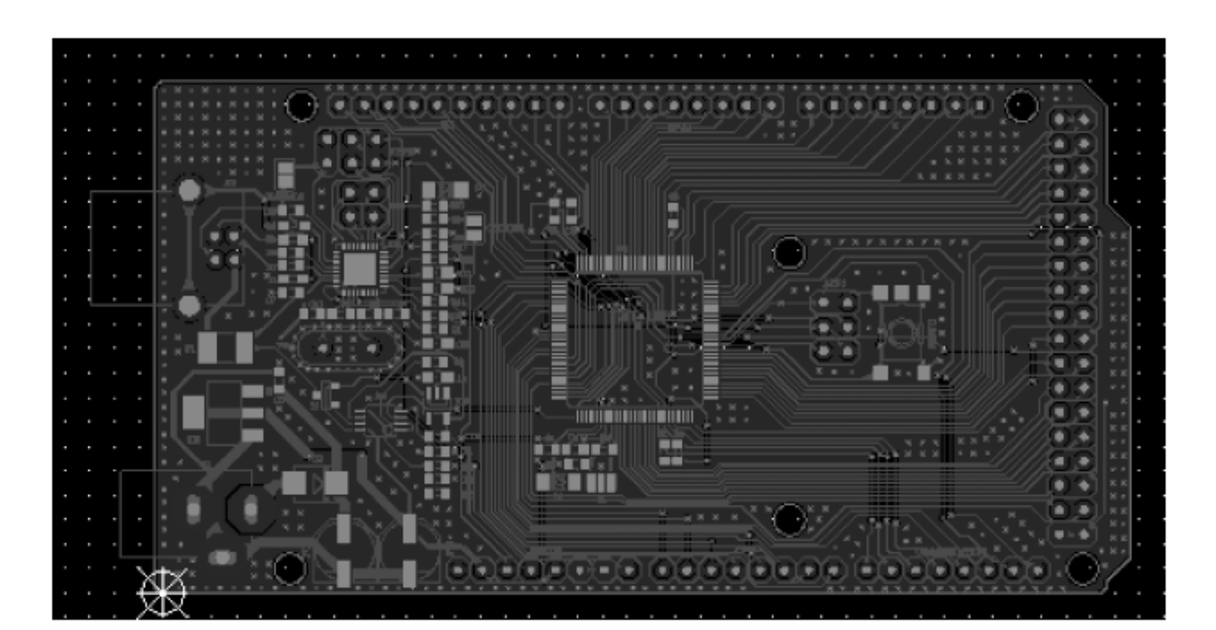

图 1-366　Gerber 导入效果
(3) 单击“确定”按钮，等待软件导入 Gerber 文件并转换，转换之后的效果如图 1-366 所示。